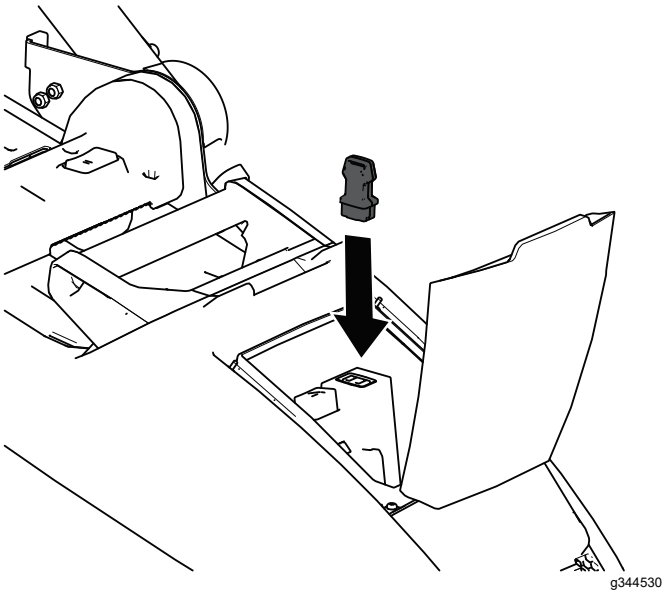

Figuur 10
2. Steek de veiligheidssleutel in de machine (Figuur 10).
1. Laat de bedieningsstang van het maaimes los (Figuur 10).
2. Verwijder de veiligheidssleutel van de machine (Figuur 10).